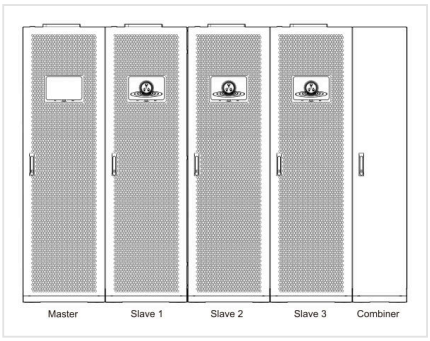
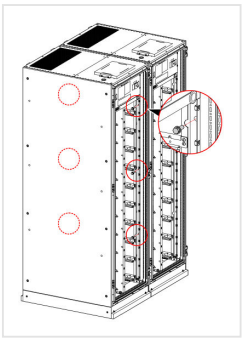

FIGURA 3-3 Disposizione — master, slave da 1 a 3, combiner
FIGURA 3-4 Bulloni di unione tra due armadi (cerchiati)
6. **Più armadi:** posizionate e ancorate ogni armadio nello stesso modo, secondo la disposizione prevista: master, slave, combiner (Figura 3-3); allineate i fronti e i retri. Aprite le porte, togliete le piastre posteriori e unite ogni coppia di armadi adiacenti con 6 bulloni, 3 davanti e 3 dietro (Figura 3-4). L'L6-COMBINER si ancora e si unisce nello stesso modo. Rimontate poi le piastre posteriori e di fondo.